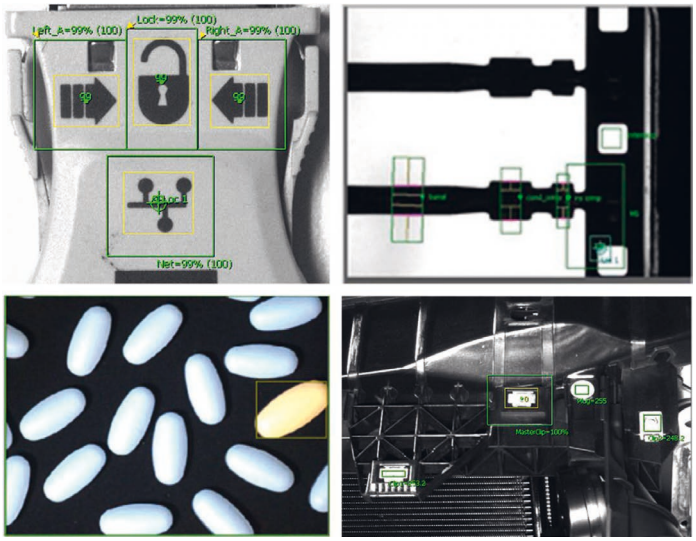

Bild 4: Produktverifizierung und Fehlererkennung
- Erkennen und Zählen von vorhandenen oder fehlenden Merkmalen (Bild 4)